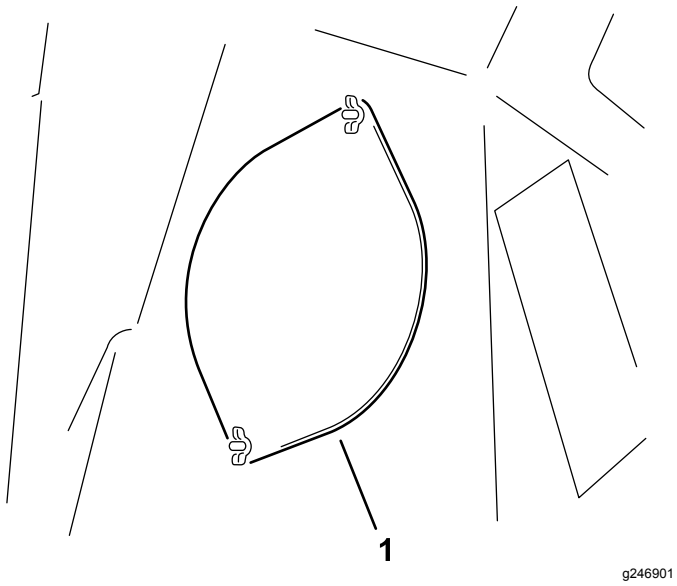

**Figur 31**
3. Lossa de två vingmuttrarna som fäster åtkomstluckan (Figur 31).